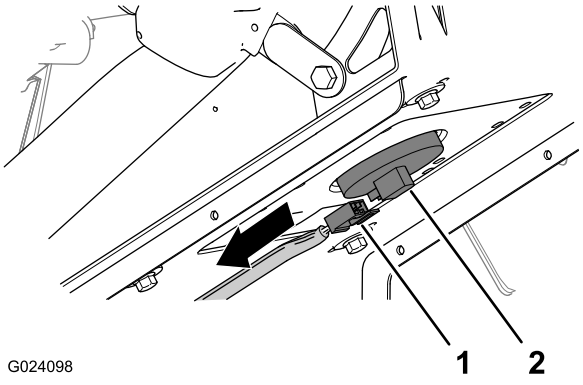

Rysunek 5
1. Odłącz złącze 2-stykowe gniazdowe wiązki przewodów maszyny podłączone do złącza czujnika fotela (Rysunek 5).